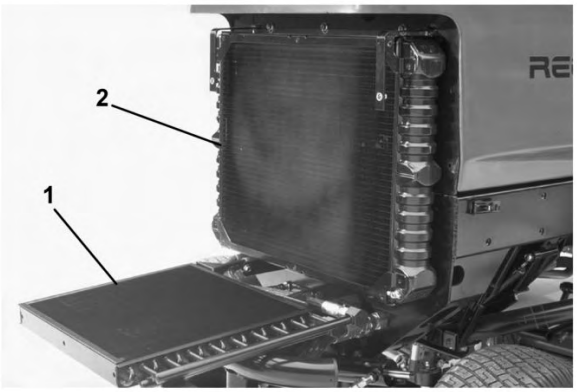

Bild 61
3. Schrauben Sie die Handräder ab und drehen Sie den Ölkühler nach hinten (Bild 61). Reinigen Sie beide Seiten des Ölkühler- und des Wasserkühlerbereichs gründlich mit Druckluft. Verwenden Sie kein Wasser. Öffnen Sie die Motorhaube und blasen Sie Fremdkörper zum Heck der Maschine raus. Drehen Sie den Ölkühler wieder zurück und ziehen Sie die Handräder an.